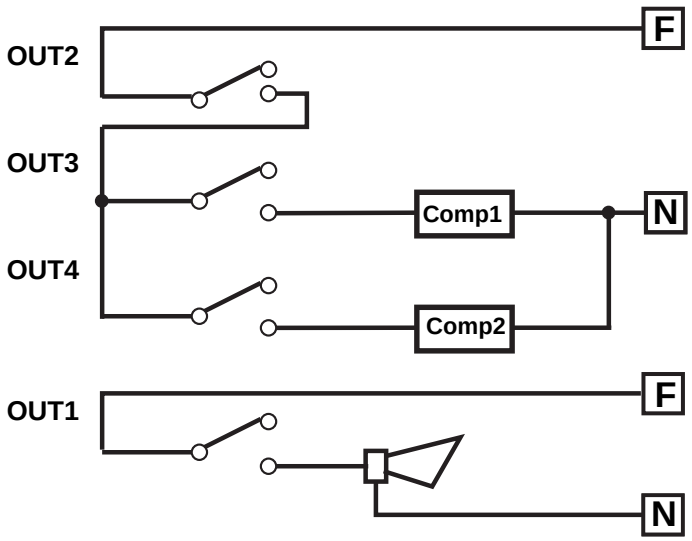

Fig.39
**Soluzione:** si utilizzerà un controllo a 4 uscite (IRxxZ); si sfrutteranno due uscite per la regolazione (OUT3 e OUT4), e una per la remotazione dell' allarme (OUT1). L'uscita OUT2 sarà utilizzata per disattivare le uscite OUT3 e OUT4 quando T2< 8°C. Per far ciò è sufficiente, a livello di collegamento elettrico, porre OUT2 in serie con OUT3 e OUT4, quindi rendere attiva OUT2 solo quando NTC1 (T2) è superiore a 8°C; (vedere schema sottostante fig. 39).